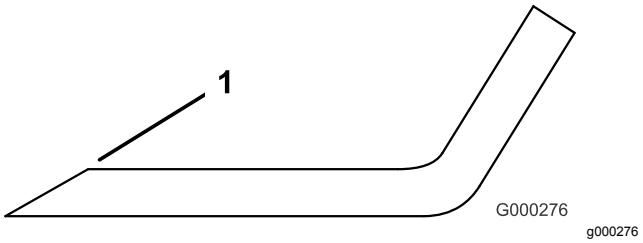

Figur 146
4. Slip kniveggene hvis de er sløve eller har hakk (Figur 146).